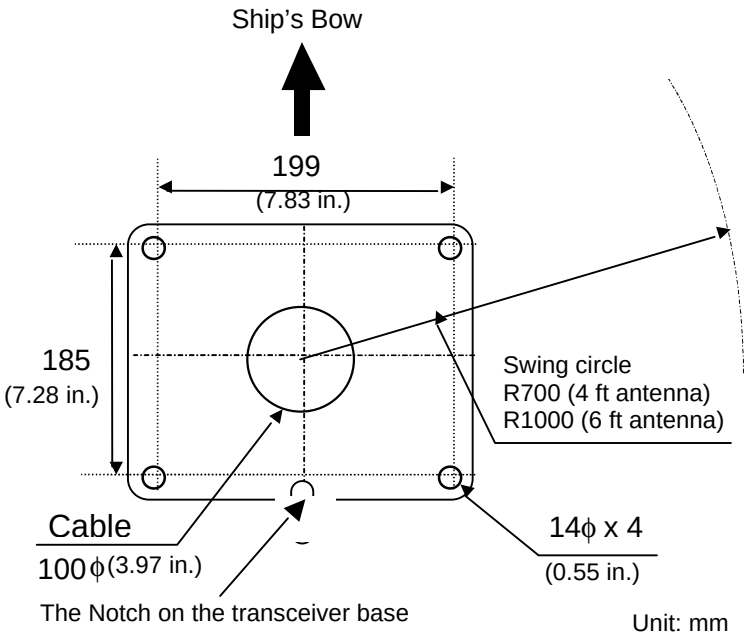

Figure 4.1 Plan view of fixing holes
(1) Drill four fixing holes of 14 mm diameter on the fitting surface of a radar platform, as shown in Figure 4.1.
(2) Fit the transceiver unit on the position and fix it using the 12 mm stainless bolts prepared as installation materials.